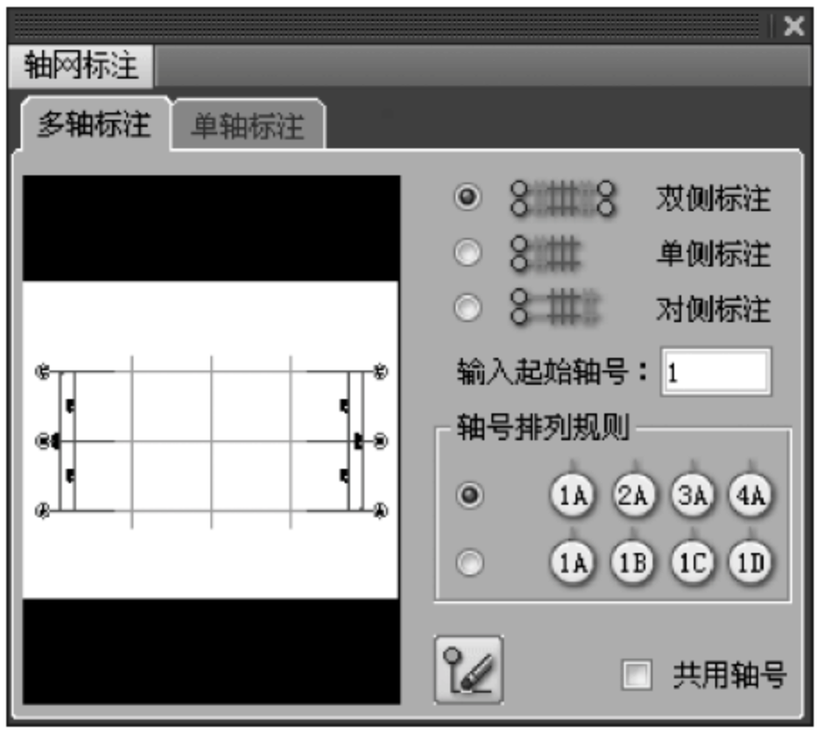
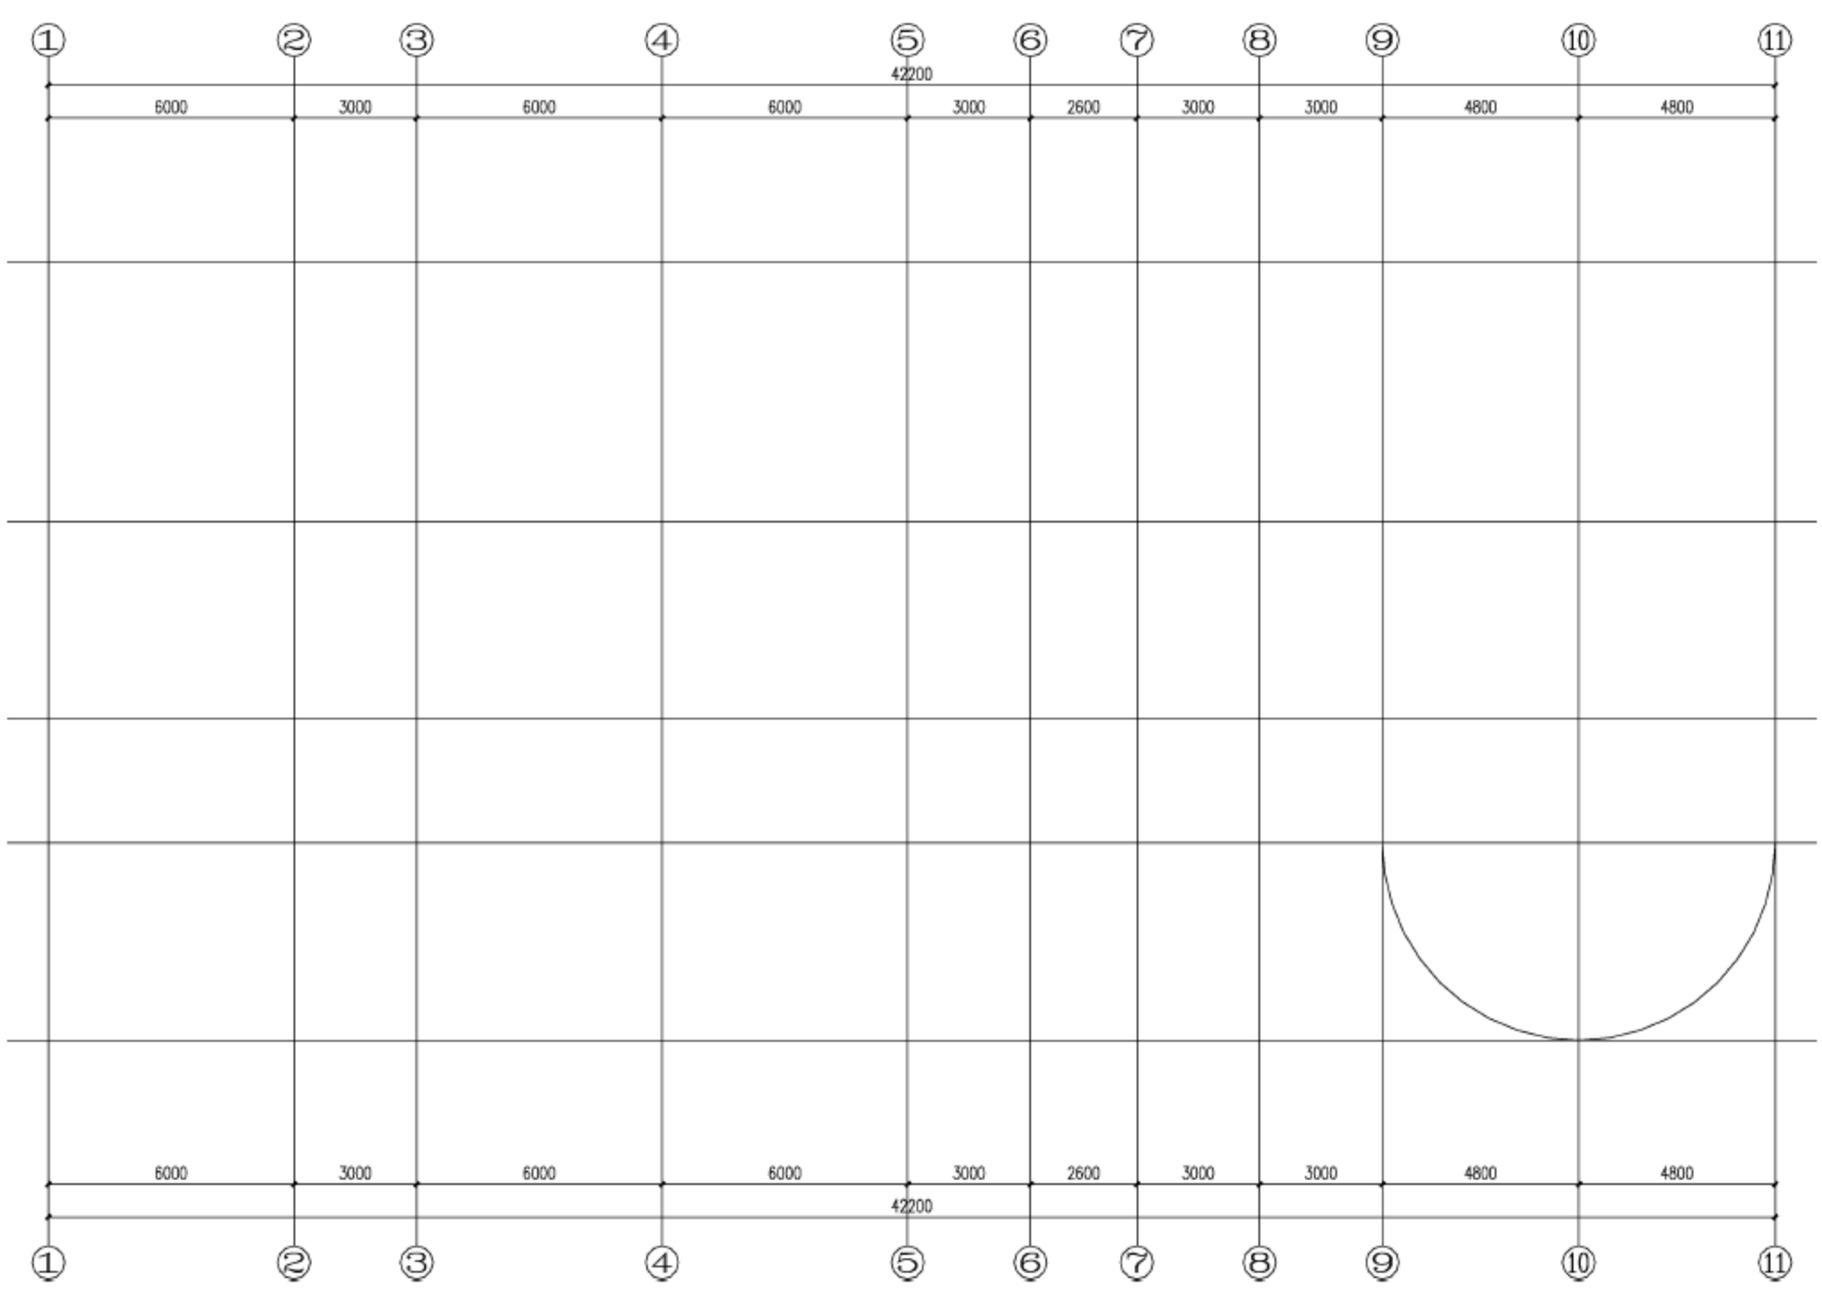
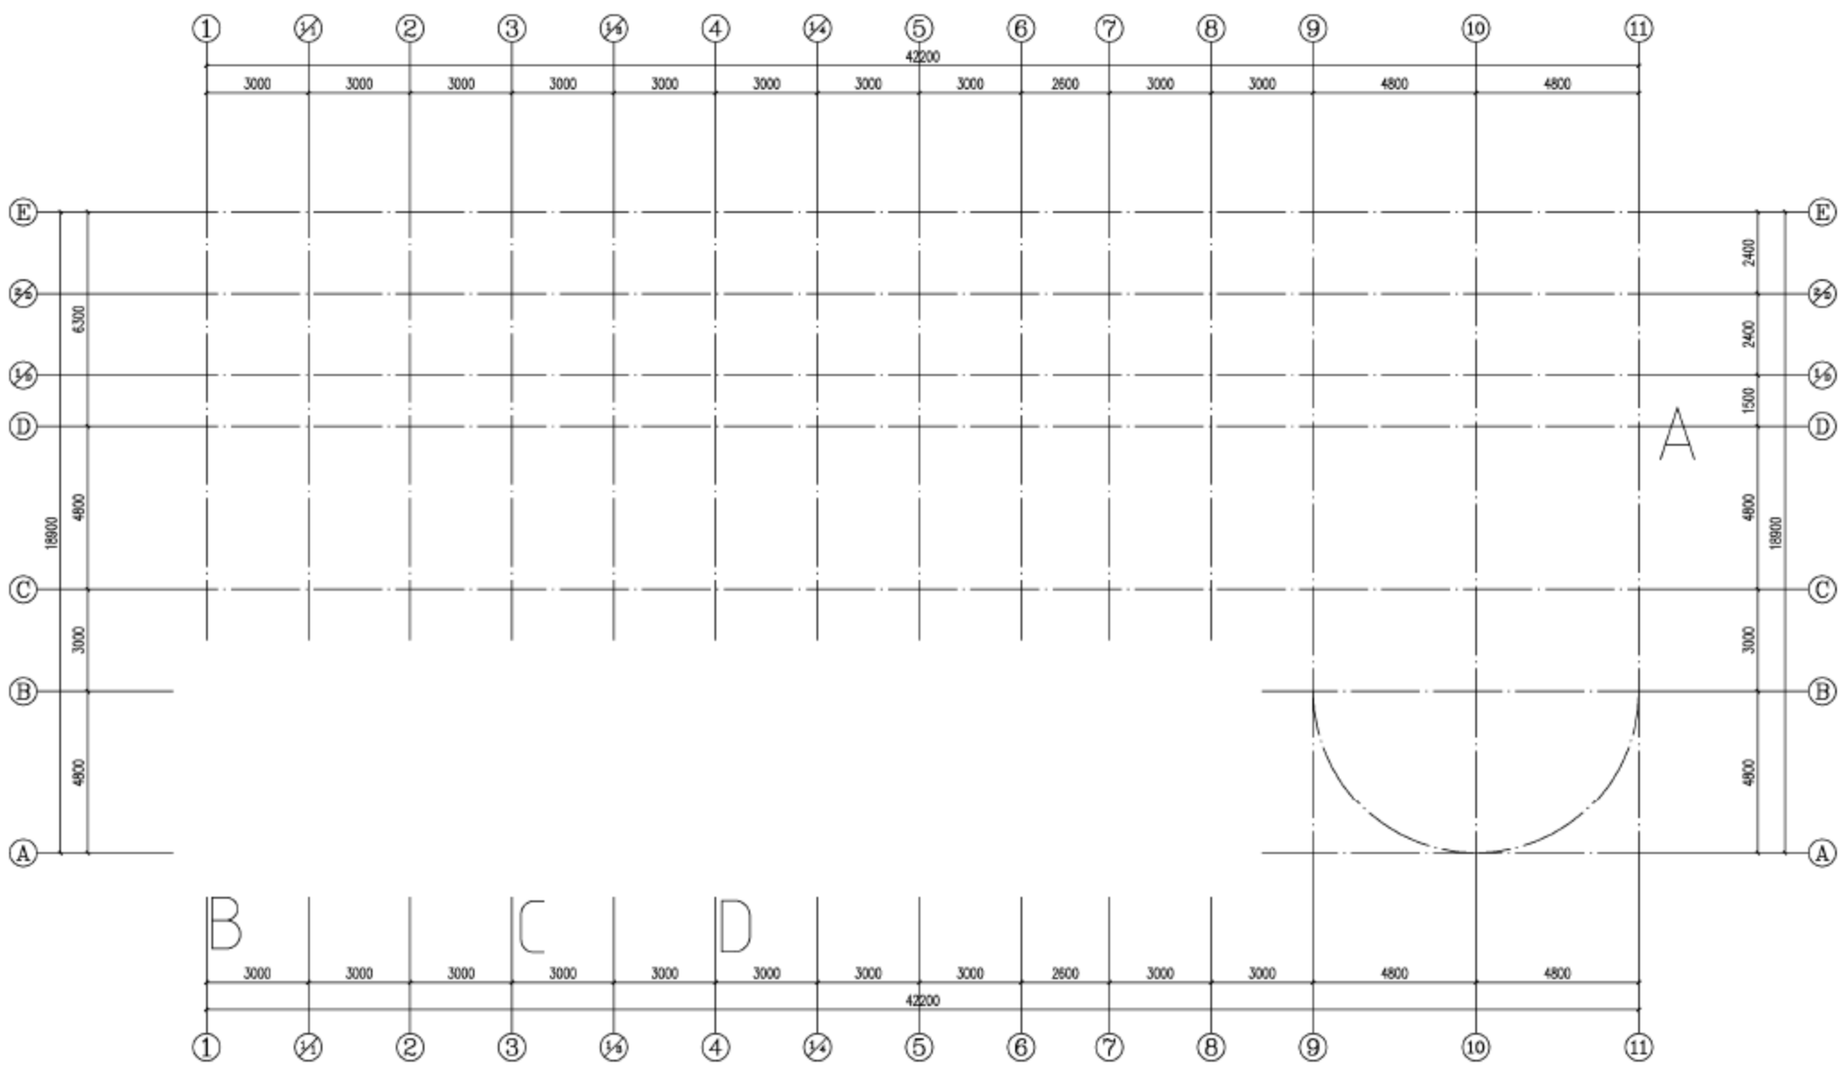

图 17-8　“轴网标注”对话框
图 17-9　纵向轴标
图 17-10　添加后轴网
(1) 单击菜单中的“轴网柱子”→“轴网标注”命令，打开“轴网标注”对话框，如图 17-8 所示。在对话框中“输入起始轴号”为“1”，在对话框中选择“双侧标注”，在图中从左至右选择轴线，如图 17-9 所示。
本图例需要添加轴线，可以用天正提供的菜单命令实现。轴网如图 17-9 所示，添加轴线后的轴网如图 17-10 所示。
（2）对轴线过长部分可以进行修剪，就用到了“轴线裁剪”命令，框选需要裁剪的轴线，完成裁剪后的轴网如图 17-10 所示。